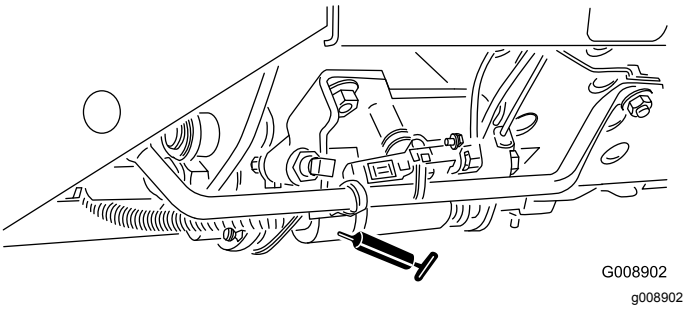

Figura 40
- Slitta di tosatura/trasporto (Figura 40)